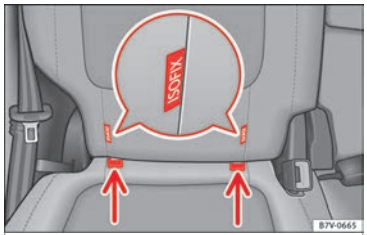

Bild 38 Version 2: identifiering av fästpunkter för barnstolen i bilens säten
- Tryck fast bilbarnstolen på monteringsringarna **››› bild 38** i samma riktning som pilen. Barnstolen måste sitta fast ordentligt och haka i så att det hörs.
- Placera bilbarnstolen på sätet och fäst hållremmarnas krokar i monteringsringarna **››› bild 38**.